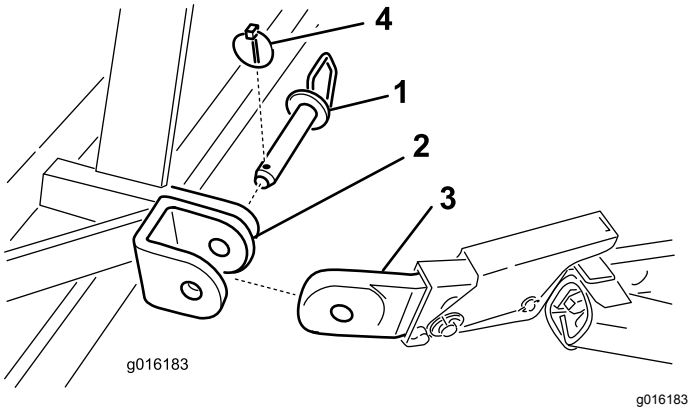

Figur 4
5. Fäst de nedre länkarmarna på luftarens monteringsfäste med hakbultar och hjulsprintar (Figur 4).